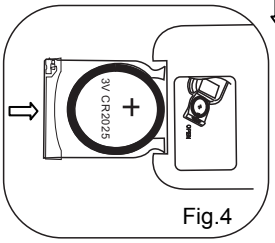

Fig.4
- Push back the battery holder as Fig.4.